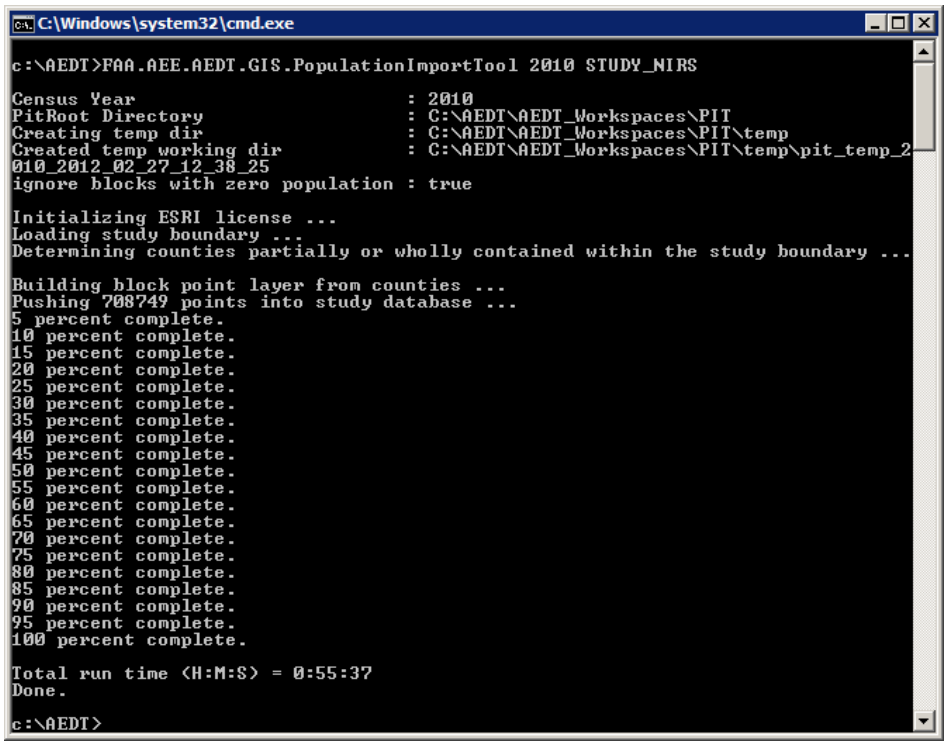

Figure E-1 PIT Console Finish Window
5. Figure E-1 displays the command prompt window when the processing has finished.